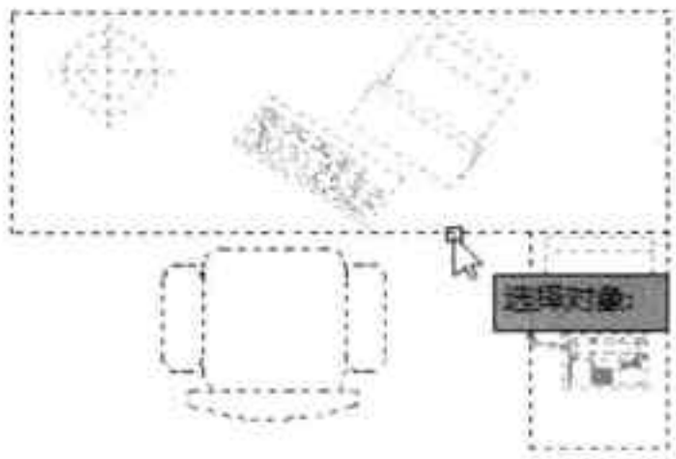

图6-22 选择镜像图形
Step 01 执行“镜像”命令，根据命令行提示，选中需镜像的图形对象，如图 6-22 所示。